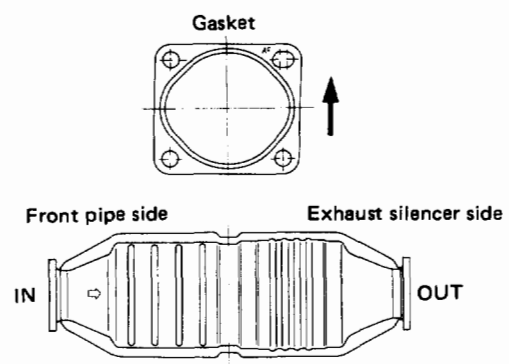

Fig. 6F-6
1. Be sure to install the new gaskets between three way catalytic converter and exhaust pipes with the stamped "U" "AF" mark facing upwards (Fig. 6F-6).
2. Be sure to install the three way catalytic converter as shown (Fig. 6F-6).